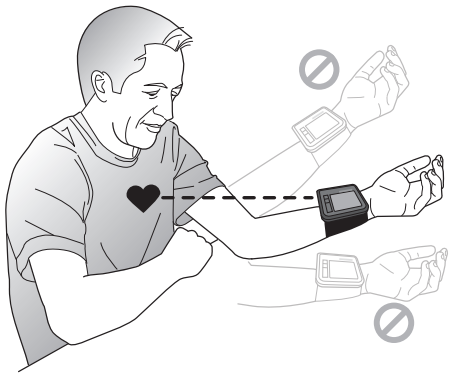

Fig. 1
1. Rest your elbow on a solid surface with your palm facing upward. Elevate your arm so that the cuff is at the same level as your heart, Fig 1. Be certain that cuff is elevated to the proper level; you may choose to support your hand with a folded towel or book. Relax your left hand. Be seated with your feet flat on the floor and legs uncrossed.